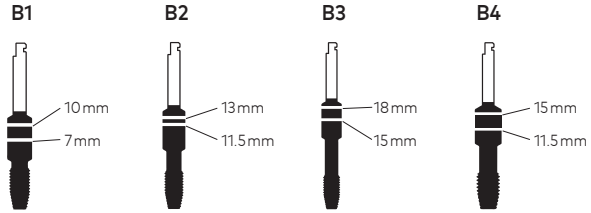

Figure B1-B4: Contrassegni di profondità su Guided Screw Tap
- Selezionare il Guided Screw Tap corrispondente al diametro e alla lunghezza dell'impianto. Per selezionare un Guided Screw Tap appropriato, posizionarlo nel sito implantare preparato usando una bassa velocità (25 giri/min), esercitando una pressione decisa. Una volta innestata la filettatura, far procedere il Guided Screw Tap senza applicare alcuna pressione fino alla profondità appropriata. La **Figura B1** mostra i contrassegni di profondità che corrispondono alla maschiatura a profondità completa di 7 mm e 10 mm per impianti di Ø 3,75, Ø 4,3, Ø 5,0 e Ø 5,5. La **Figura B2** mostra i contrassegni di profondità che corrispondono alla maschiatura a profondità completa di 11,5 mm e 13 mm per impianti di Ø 3,75, Ø 4,3, Ø 5,0 e Ø 5,5. La **Figura B3** mostra i contrassegni di profondità che corrispondono alla maschiatura a profondità totale di 15 mm e 18 mm solo per impianti da Ø 3,75, Ø 4,3 e Ø 5,0 e la **Figura B4** mostra i contrassegni di profondità che corrispondono alla maschiatura a profondità totale di 11,5 mm e 15 mm solo per impianti da Ø 5,5.